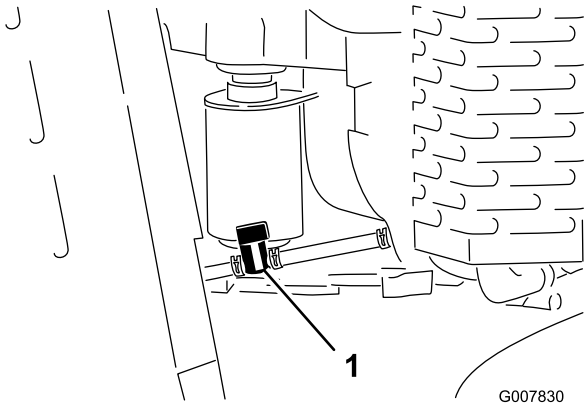

**Figur 40**
4. Vrid bränslekranen till det stängda läget (Figur 40).
5. Kläm ihop slangklämmans ändar på motorsidan av bränslekranen och flytta den längs bränsleslangen, bort från ventilen (Figur 40).
6. Dra av bränsleslangen från ventilen (Figur 40).
3. Vrid bränslekranen till det stängda läget (Figur 40).
7. Vrid bränslekranen till det öppna läget (Figur 40).